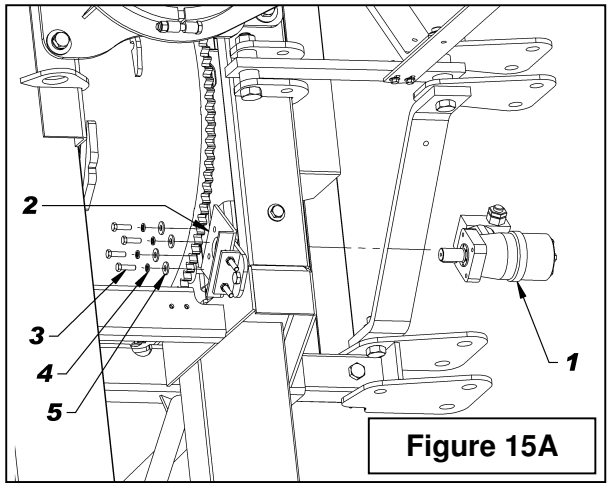
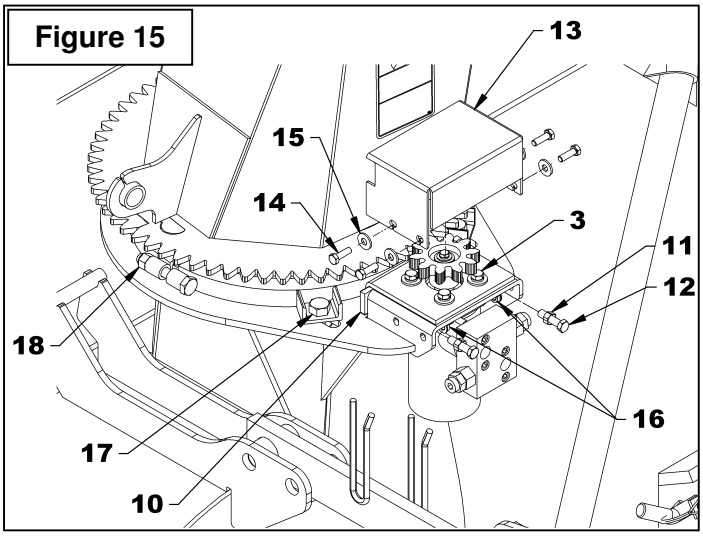

Figure 15A
Figure 15
4. **Figure 15:** Ajuster la distance entre l'engrenage de la chute et celle du moteur en suivant cette procédure:
- **A.** Desserrer légèrement les deux boulons (item 17) qui maintiennent la plaque de retenue.
- **B.** Visser les deux écrous (item 18) simultanément jusqu'à ce que la distance entre les plaques de retenue et le contour de la chute soient égaux.
- **C.** Resserrer les boulons (item 17) selon la ***"Table de Spécification des Couples"*** à la fin du manuel.
- **D.** Ajuster les engrenages à une distance de 1/32" à 1/16" en vissant les deux boulons (item 12). Verrouiller l'ajustement à l'aide des écrous (item 11) en les déplaçant contre le fer plat d'ancrage (item 10). Serrer les quatre boulons (item 3) à 30 lb-pi (41 N-M).
5. **Figure 15A:** Enlever l'engrenage et retirer un des boulons 3/8"NC x 1 1/4" (item 3) qui retiennent le moteur, appliquer du Loctite® 243 sur les filets du boulon et serrer à un couple de 33 lb-pi (45 N-M). Répéter pour les trois autres boulons..
6. **Figure 15:** Réinstaller l'engrenage et le couvercle (item 13) à l'aide de quatre boulons 5/16" NC x 1" (item 14), rondelles plates 3/8" (item 15) du côté extérieur et quatre écrous à bride rainurée 5/16" (item 16) du côté intérieur. Serrer selon la ***"Table de Spécification des Couples"*** à la fin du manuel.